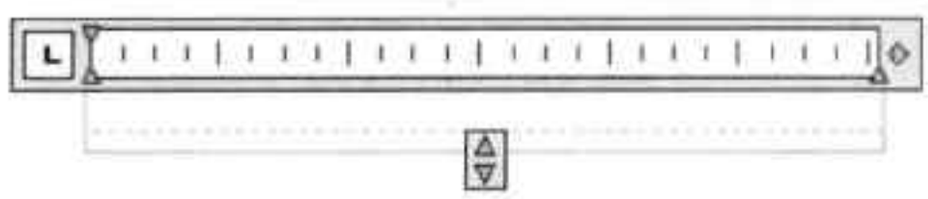

图8-31 文本编辑框
Step 01 执行“多行文字”命令，在绘图区中框选出文字范围，并进入文本编辑状态，如图8-31所示。